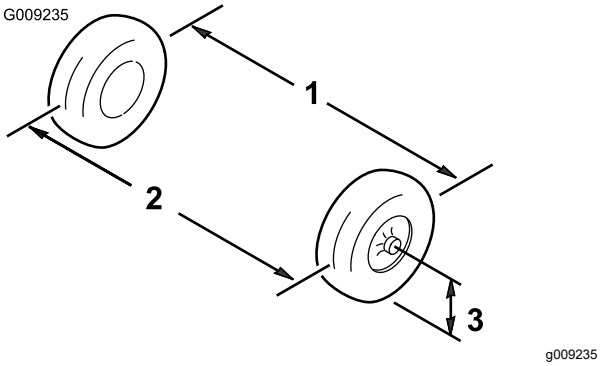

Figura 46
3. Meça a distância entre os pneus dianteiros à altura do eixo na zona dianteira e traseira dos pneus dianteiros (Figura 46).